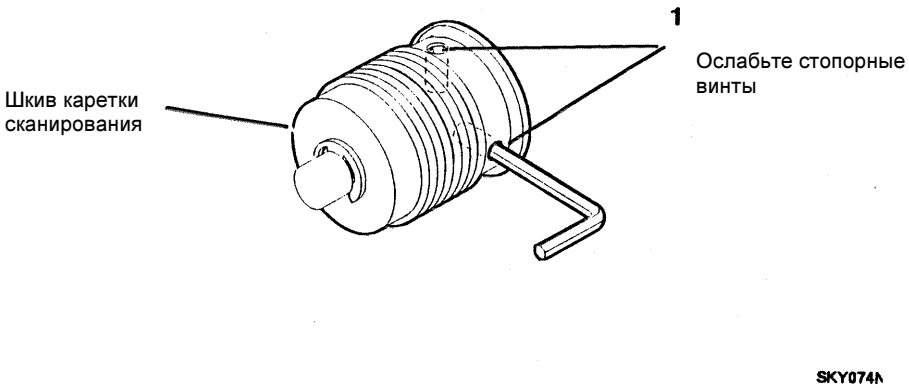

Рисунок 5. Ослабление стопорных винтов на шкиве привода сканирования
4. (Рисунок 5): Ослабьте стопорные винты на шкиве тросика привода сканирования с той стороны, где каретка не касается позиционирующего язычка.